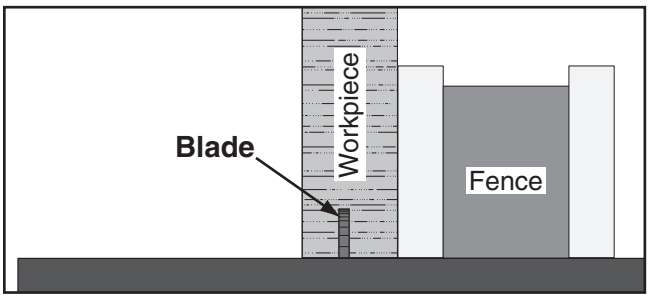

Figure 126. First rabbet cut.
5. Stand workpiece on edge, as shown in **Figure 126,** then adjust rip fence so blade is aligned with inside of rabbet channel.